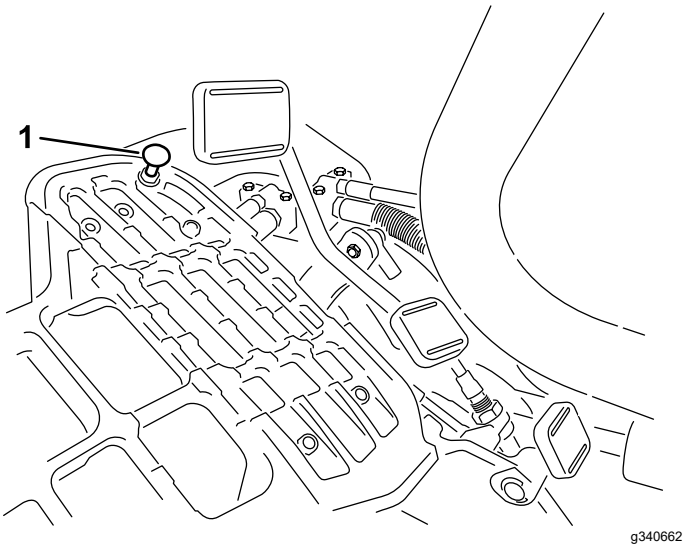

Figuur 39
Om de maximale transportsnelheid te verkrijgen, moet u de schakelhendel in de TRANSPORTSTAND zetten en het tractiepedaal intrappen. Als het pedaal contact maakt met de pedaalaanslag (Figuur 39) voordat u spanning op de kabel voelt, voer dan de volgende afstelprocedure uit:
1. Zet de schakelhendel in de TRANSPORTSTAND en draai de borgmoer los waarmee de pedaalaanslag is bevestigd aan de vloerplaat (Figuur 39).